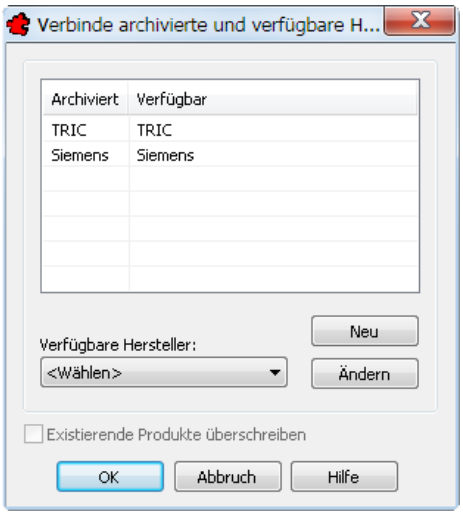

Bild 18.73 – Verknüpfen des Archivs mit einem bestehenden oder neuen Hersteller.
- Klicken Sie auf *OK*. Jetzt verknüpfen Sie die archivierten mit den auf dem aktuellen System verfügbaren Herstellern (Abb. 18.73).